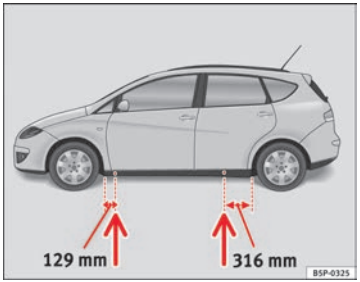

Fig. 179 Jack position points
– Locate the jacking point under the door sill closest to the wheel to be changed ⇒ Fig. 179.
Recesses at the front and rear of the door sills mark the jacking points ⇒ Fig. 179. A position has been made for each wheel. Do not fit the jack anywhere else.